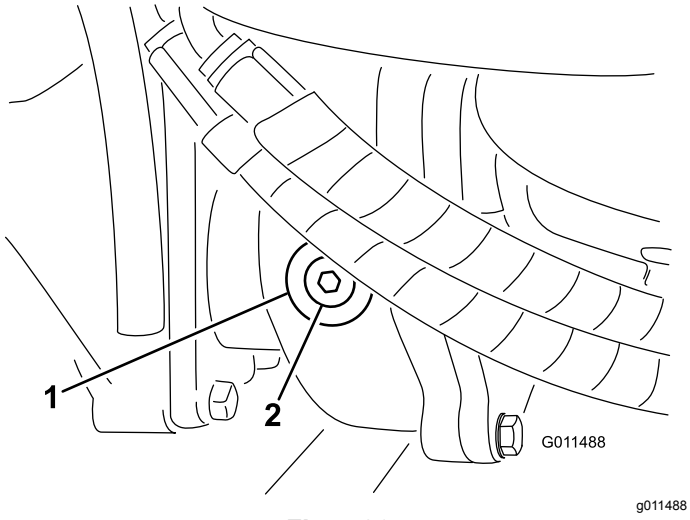

Figur 86
2. Fjern kontrol-/påfyldningsproppen fra venstre side af gearkassen og sørg for, at oliestanden når op til bunden af hullet (Figur 86).